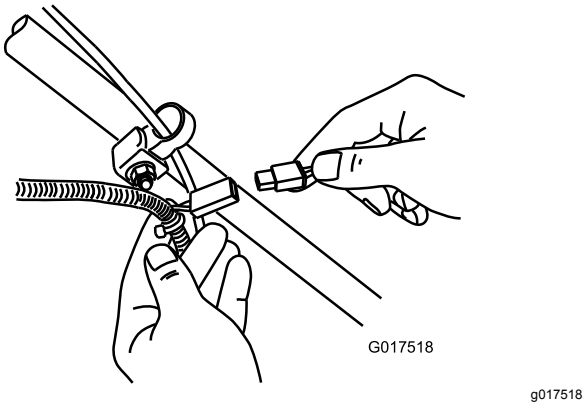

Figur 35
1. Slut opladeren til ledningsnettet neden for tændingsnøglen (Figur 35).